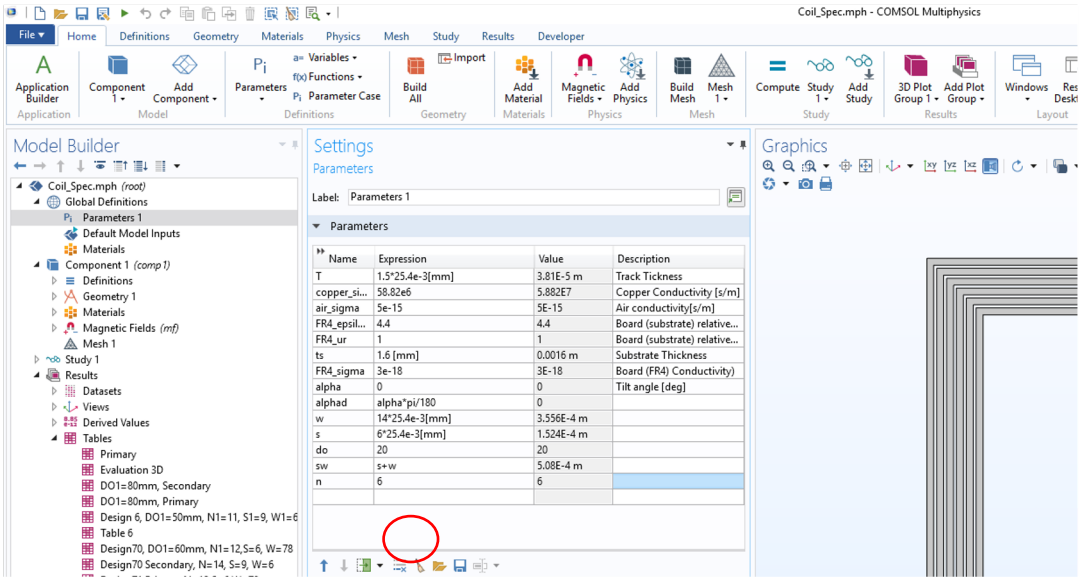

Fig. 6. The parameters setting tab in Coil_Spec.mph program.
a) **Parameters:** In parameters section, the different parameters must be defined. Fig. 6 shows an screen shot of a sample parameters setting.